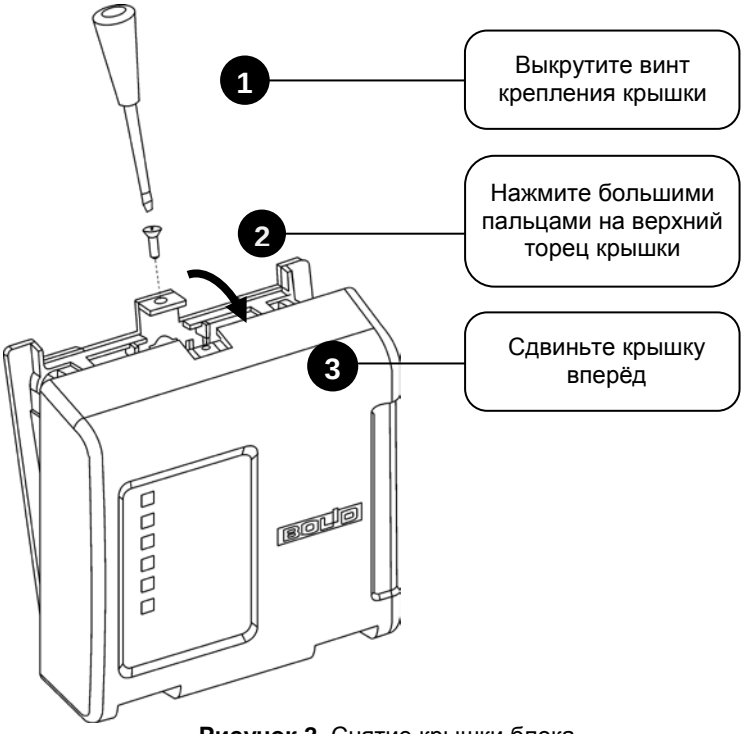

Рисунок 2. Снятие крышки блока
3.2.4 Снимите крышку блока в порядке, указанном на рис. 2.
3.3.3 Снимите крышку блока в порядке, указанном на рис. 2.